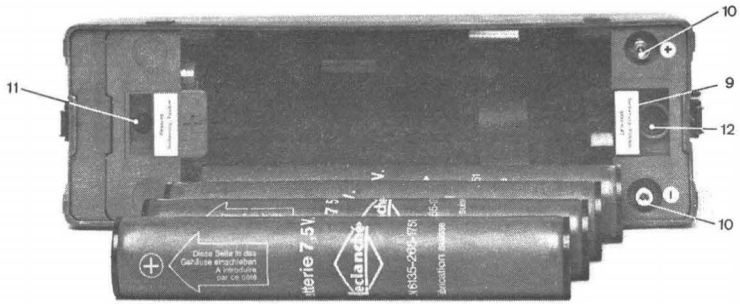
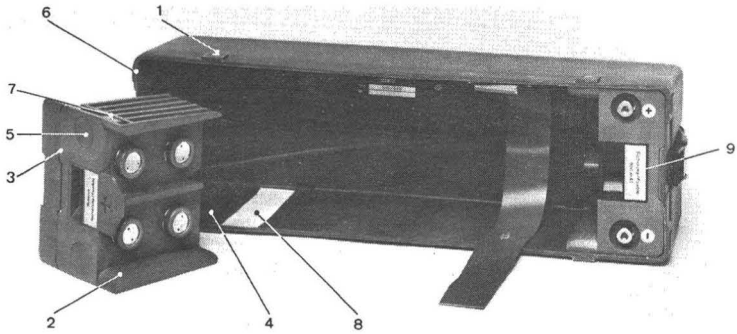

Abbildung 5: Batteriefach für die Aufnahme von Standardbatterien 7,5 V
Abbildung 6: Batteriefach mit demontiertem "+" Batteriehalteblock
Eine Sicherung (800 mA T) im Batteriehalteblock mit den Steckkontakten (12 in Abbildung 5) schützt die Batterien bei Kurzschluss. Sie ist zugänglich, wenn der zur Fixierung der Batterien dienende schwarze Schieber (9) in Richtung Batterieraum zeigt. Im gegenüberliegenden Batteriehalteblock (mit dem festen Steg) befindet sich eine Reservesicherung (11).
Anstelle der Standardbatterien 7,5 V können auch 16 handelsübliche Monozellen (UM1 bzw. D-Size) mit Hilfe von 4 Adapterrohren in das Batteriefach eingesetzt werden. Dieses ist dafür eingerichtet, wenn die weisse Markierung (8 in Abbildung 6) an der Längswand des Batterieraumes in ihrer ganzen Breite von ca. 19 mm sichtbar ist. Trifft dies nicht zu, ist gemäss Abschnitt 6.1.4 vorzugehen.
Wenn der Batteriehalteblock mit dem "+" Zeichen (2) in der Position für die Aufnahme von Standardbatterien 7,5 V (Abbildung 5) steht, d.h. bei nicht sichtbarer weisser Markierung, ist wie folgt vorzugehen (siehe Abbildung 6):
- Beide Schrauben (1) in der Batteriefach-Wand lösen
- Halteblock (2) herausziehen
- Perforierten Lappen (3) (19 mm breit) am Halteblock abbrechen
- Halteblock (2) so in die seitlichen Führungsrippen (4) einsetzen, dass dessen Rückseite (5) oben mit der Innenkante der Schmalseite (6) des Batteriefaches bündig wird (wie Halteblock auf der gegenüberliegenden Seite).
- Beide Muttern (7) in den Führungsnuten soweit verschieben, dass sie mit den Schraubenlöchern (1) übereinstimmen
- Auf der Längswand des Batterieraumes ist die weisse Markierung (8) in ihrer ganzen Breite sichtbar.
Anordnung der Bedienungselemente siehe Benützerhandbuch E-646 Abbildung 5, Seite 8.